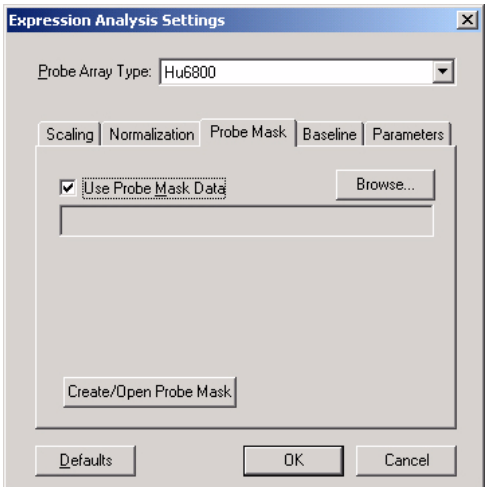

Figure G.10
1. In the Probe Mask tab, click **Create/Open Probe Mask** **(Figure G.10)**.